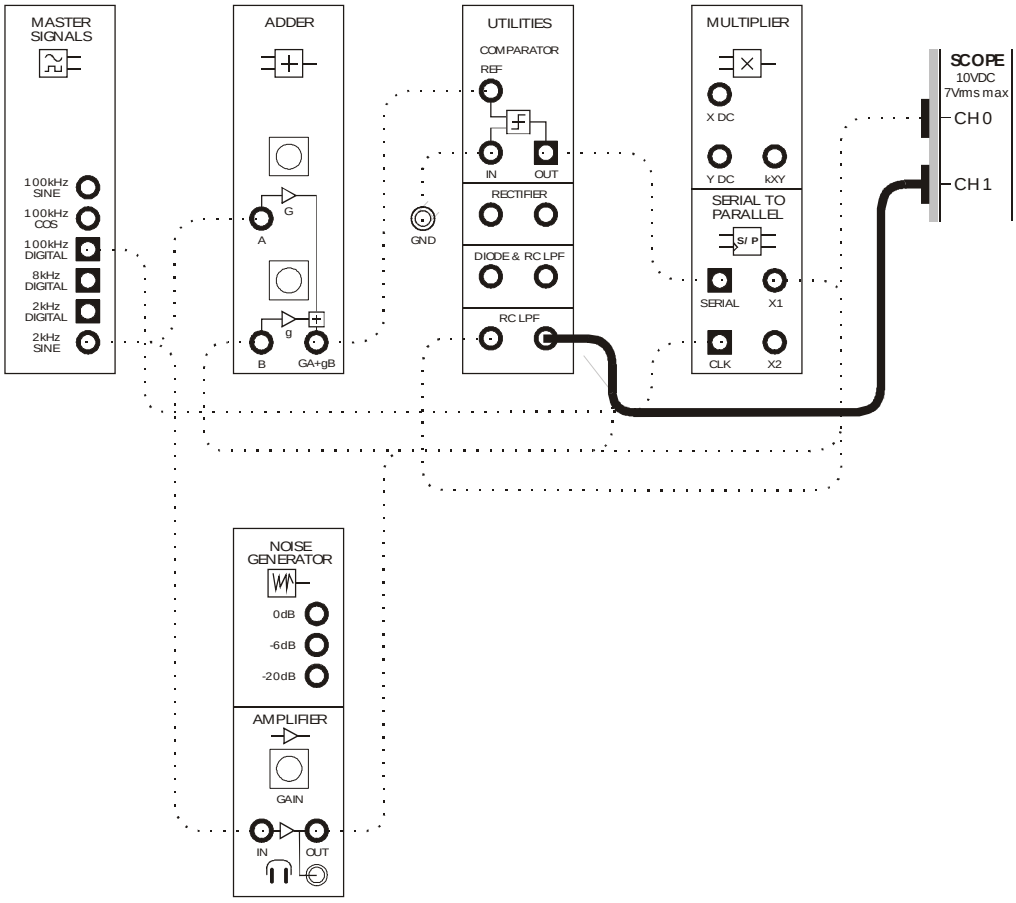

Figure 7
16. Connect the scope's Channel 1 input to the set-up as shown in Figure 7 below.